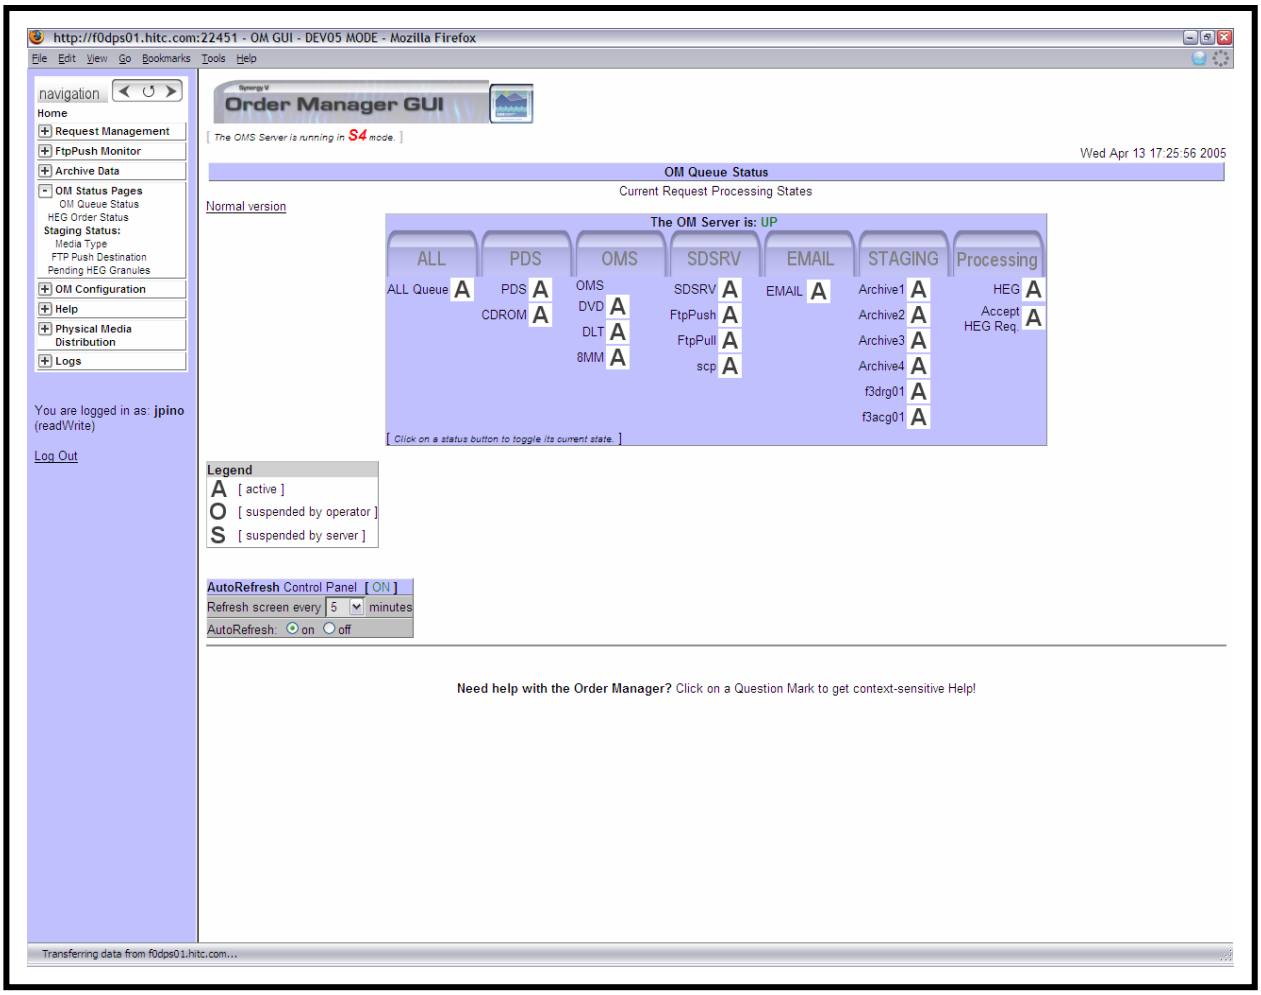

Figure 52. OM Queue Status Page - Text-Only Version
- Clicking on the **Text-only version** link brings up a text-only version of the page (Figure 52) intended for visually impaired operators.